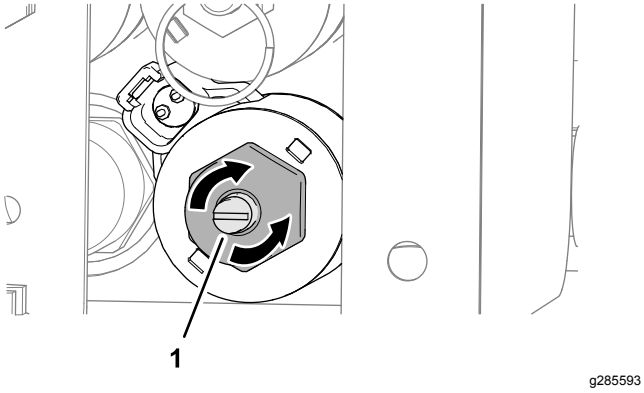

Figur 32
1. Drej sekskantskruen til ventilomgåelsen med uret for at øge transportbåndets hastighed (Figur 32).